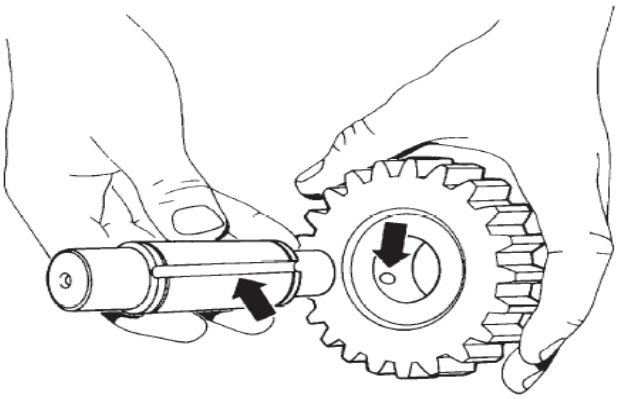

Figure 6 Channel and Steel Ball
s. Align the channel in the idler shaft with the steel ball in the idler gear shown in Figure 6.